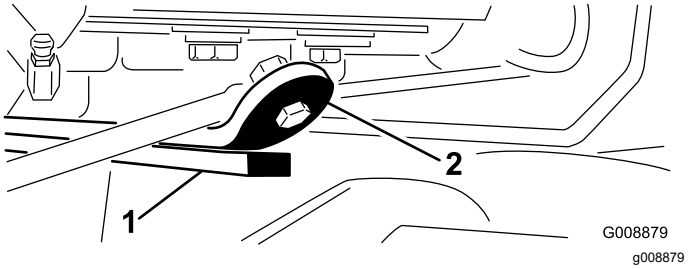

**Figur 28**
3. Start motoren, hev løftearmene og kontroller at klaringen mellom slitebøylen på toppen av den bakre klippeenhetens slitestang og støtfangerbøylen er 0,51–2,54 mm, som vist i Figur 28.